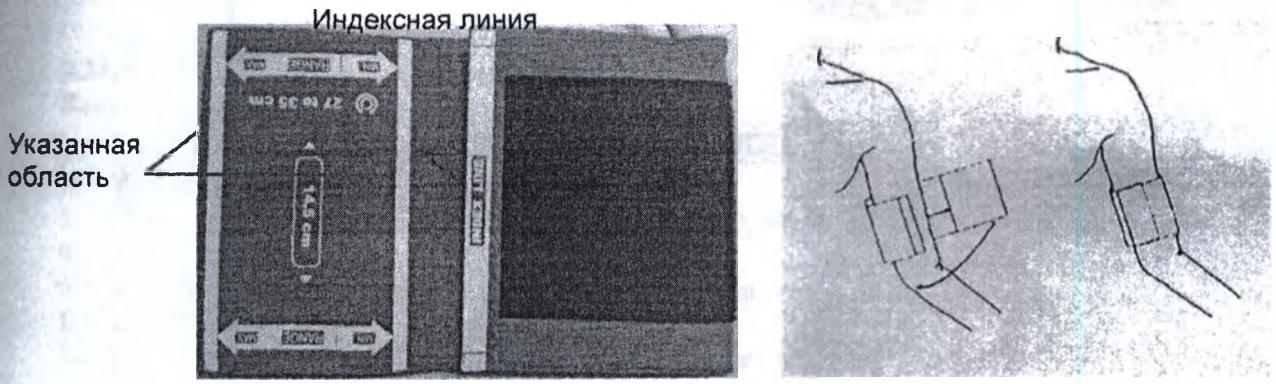

Рис. 9-4 Наложение манжеты
3) Наложите манжету на пациентку. Убедитесь, что индексная линия находится в рамках указанного диапазона, а символ – над соответствующей артерией (см. рис. 9-4). Если индексная линия не попадает в указанный диапазон, замените манжету на манжету нужного размера. Манжета не должна быть слишком туго обернута вокруг конечности. Чрезмерно тугое наложение может привести к нарушению цвета конечностей и, в конечном счете, к ишемии конечностей.